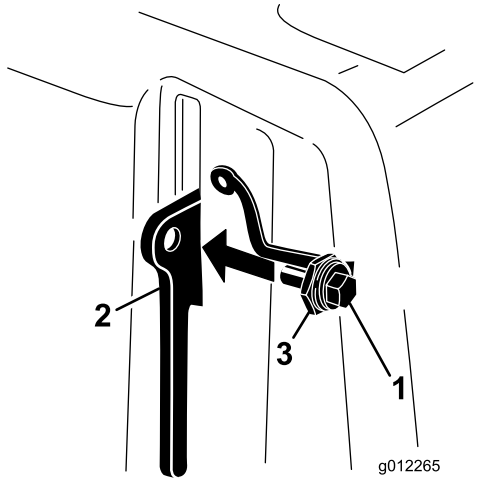

Figur 11
3. Før bolten inn i låsespaken på remdekselet (Figur 11).